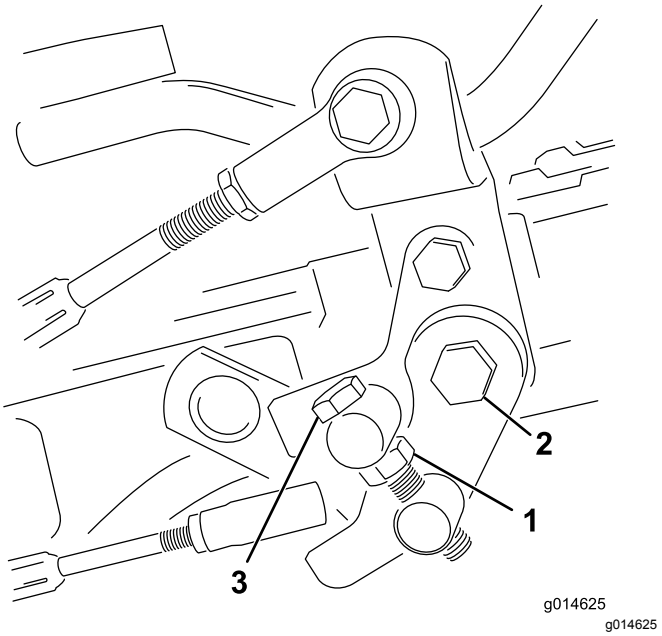

Rysunek 55
1. Poluzuj przeciwnakrętkę na śrubie czopu (Rysunek 55).
4. Dokręć przeciwnakrętkę na śrubie czopu oraz nakrętkę na osi pedału, aby zablokować położenie regulacji (Rysunek 55). Sprawdź efekt regulacji i w razie potrzeby dokonaj korekty.